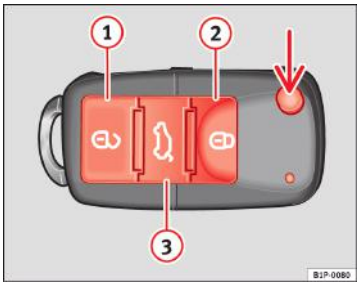

Fig. 46 Alocarea butoanelor cheii cu telecomandă
Dacă utilizați butonul ⇒fig. 46 (săgeata) de pe telecomandă, se eliberează lama cheii.
Descuierea automobilului ⇒fig. 46 (1).
Încuierea automobilului ⇒fig. 46 (2).
Descuierea hayonului. Apăsați butonul ⇒fig. 46 (3) până când toate lămpile de semnalizare a schimbării direcției de pe automobil clipesc scurt. După apăsarea butonului de descuiere (3), aveți la dispoziție 2 minute pentru deschiderea ușii. Odată expirat acest interval, ușa va fi din nou încuiată.
– Apăsați butonul 🔒 (2) ⇒fig. 46 de pe telecomandă.
– Apăsați butonul 🔓 (1) ⇒fig. 46 de pe telecomandă.